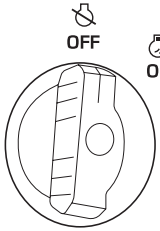

Fig. 3
3. Setați comutatorul motor multifuncțional pe poziția „OFF" (Fig. 3).